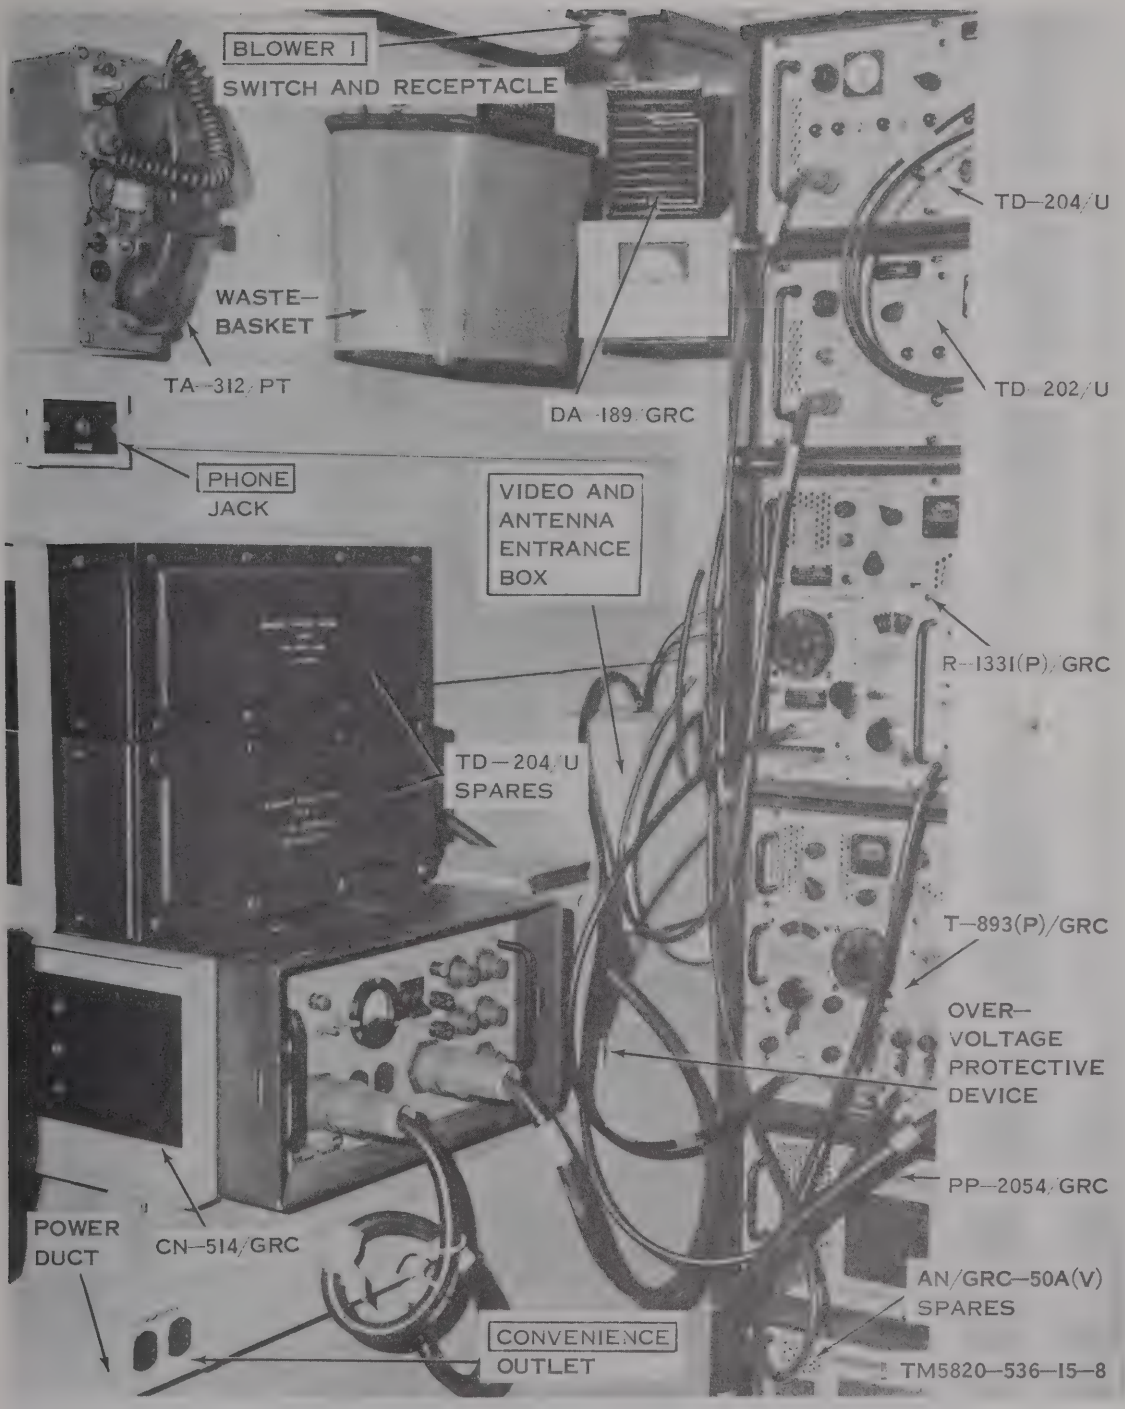

Figure 1–8. AN/TRC–109(V), interior front roadside view.
The major components of the AN/TRC–109(V) are mounted in shelter, Electrical Equipment S–297/TRC–109(V) and in Generator Set, Gasoline Engine, Trailer Mounted PU–626/G. The major radio and pcm components are mounted in the equipment racks in the front of the assemblage. The equipment racks are fastened to the walls, floor, and ceiling of the shelter. The CN–514/GRC and spare parts kits are mounted on the roadside of the assemblage. Assemblage lighting is provided by fluorescent light fixtures on the ceiling and by a pair of incandescent lights used in cold conditions when the fluorescent lights will not start. The assemblage is fully insulated and weatherproofed and is provided with heating facilities. Vents are also provided for connection of an external air conditioner. The antennas, mast, cables, and power cables are mounted in the PU–626/G trailer. Component locations, accessory mountings and control locations are shown in figures 1–7 through 1–11 and in figure 5–1. Power connections to the assemblage are made through the POWER ENTRANCE BOX (fig. 1–12), and video cable and antenna connections are made through the VIDEO & ANTENNA ENTRANCE box (fig. 1–13).